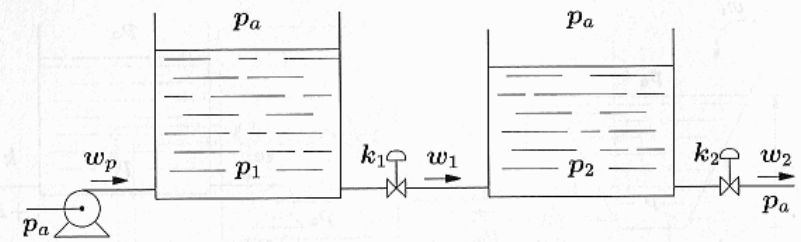

Figure 1.30: The hydraulic system of Exercise 1.21.
1.21 The valves in the hydraulic system of Figure 1.30 obey the flow relationships $w_1 = k_1\sqrt{p_1 - p_2}$ and $w_2 = k_2\sqrt{p_2 - p_a}$. The pump has the characteristic shown in Figure 1.29 for $(p_1 - p_a)$ versus w_p. The various components and variables are defined in the previous two exercises.